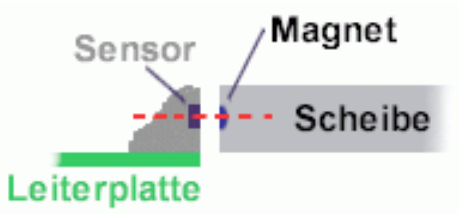

Abbildung 4 Korrekte Ausrichtung von Magnetring und Sensor.
- Dabei darauf achten, dass sich die Magnete in dem Magnetring auf Höhe des Sensors befindet, siehe Abbildung 4.